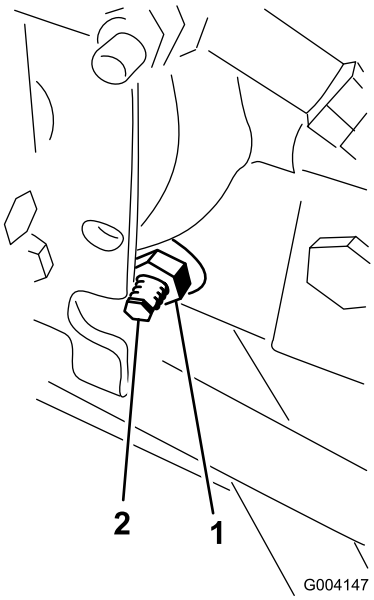

**Figuur 59**
3. Draai de borgmoer op de afstelnok van de tractie, rechts van de hydrostaat, los (Figuur 59).